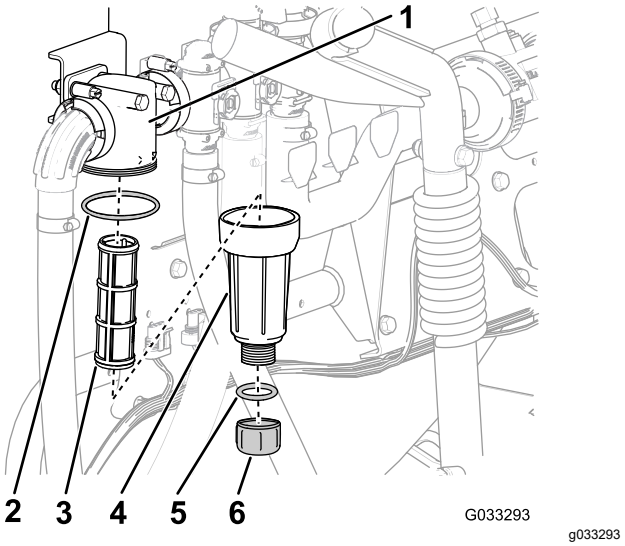

Figure 31
2. Placez un bac de vidange sous le filtre de pression (Figure 31).
3. Tournez le bouchon de vidange dans le sens antihoraire et déposez-le de la cuvette du filtre de pression (Figure 31).
4. Tournez la cuvette dans le sens antihoraire et déposez la tête du filtre (Figure 31).
5. Retirez l'élément du filtre de pression (Figure 31).
7. Contrôlez l'état et l'usure du joint du bouchon de vidange (à l'intérieur de la cuvette) et du joint de la cuvette (à l'intérieur de la tête du filtre) (Figure 31).
8. Placez l'élément dans la tête du filtre de pression (Figure 31).
9. Vissez la cuvette sur la tête du filtre à la main (Figure 31).
10. Vissez le bouchon de vidange sur le raccord au fond de la cuvette et serrez-le à la main (Figure 31).